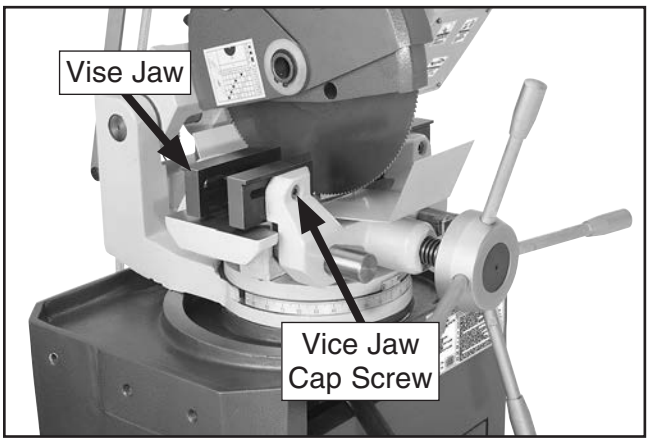

Figure 17. Sliding jaw adjustment hole (1 of 4 vice jaw cap screws).
4. To adjust each jaw independently, loosen vise jaw cap screw until vise jaw slides freely (see **Figure 17**).